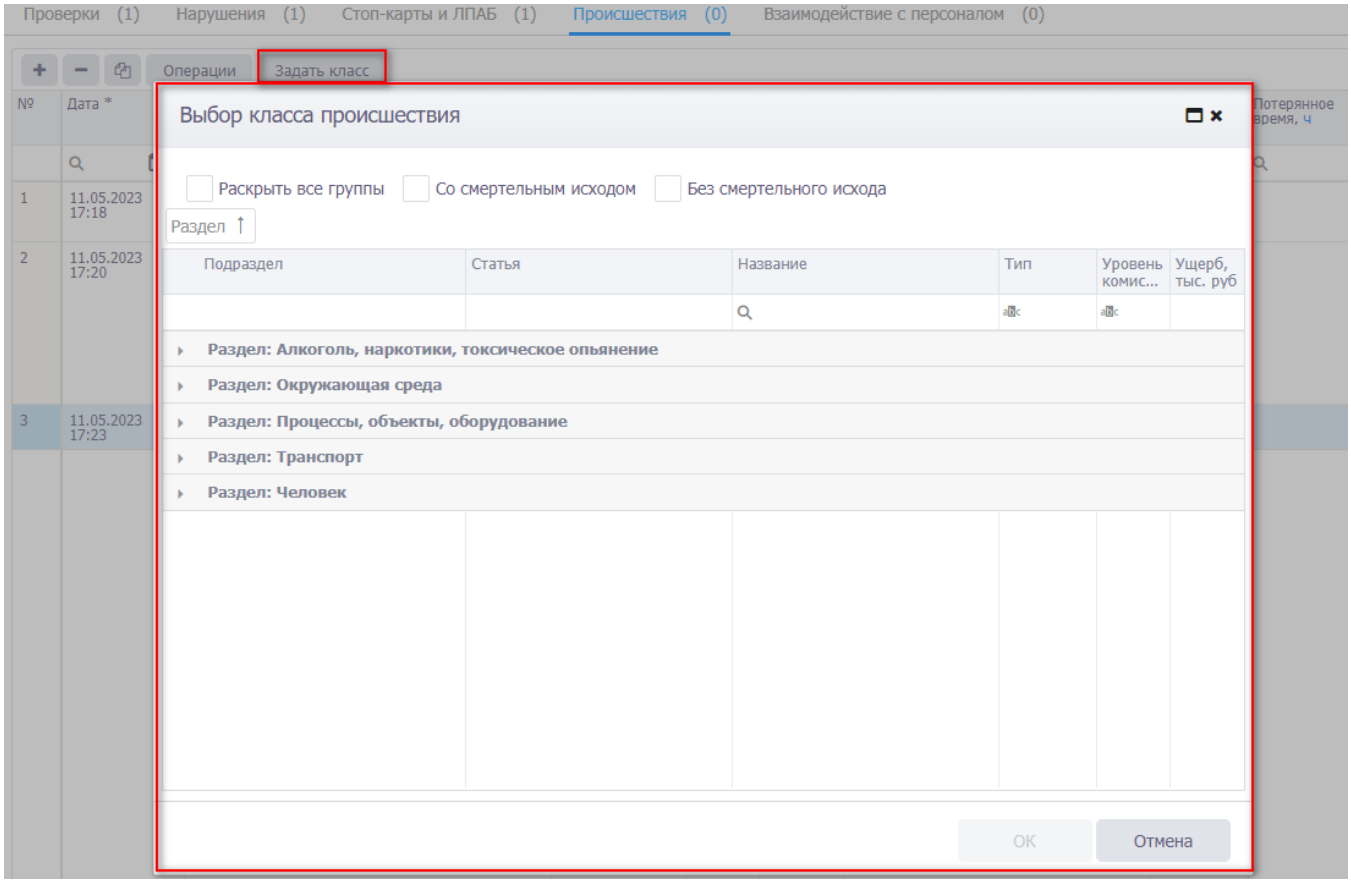
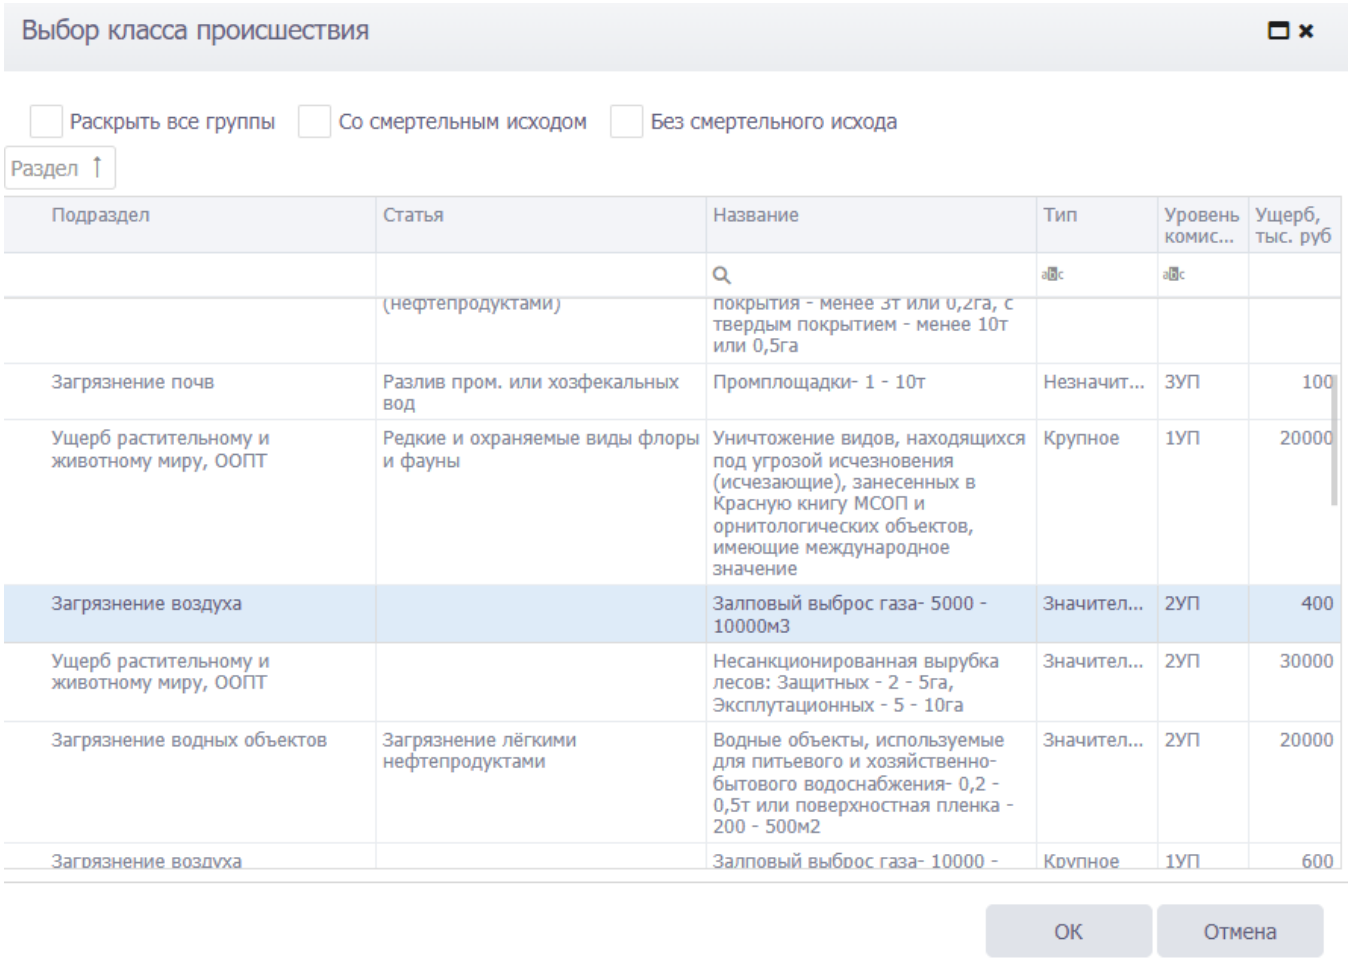
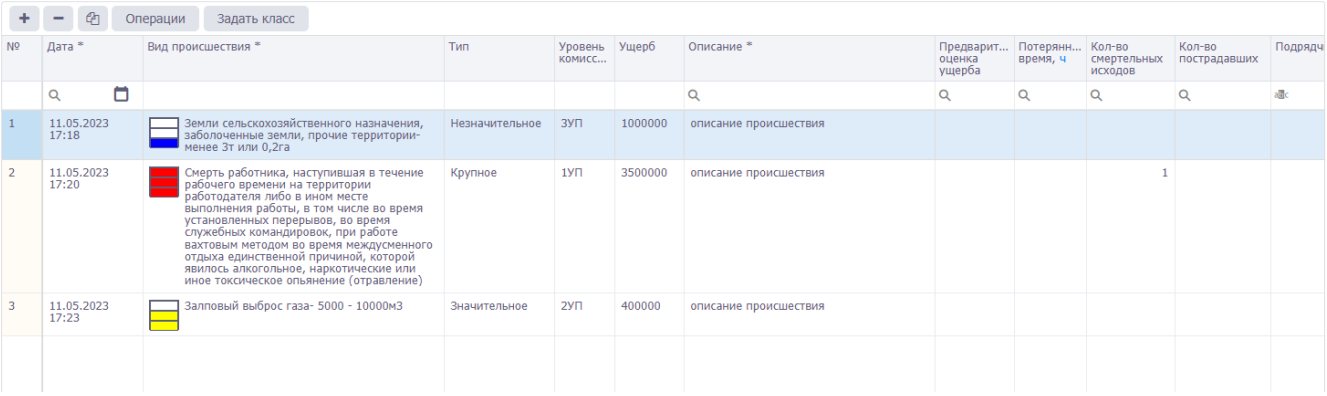

Рис. 3.255
Рис. 3.256
Рис. 3.257
- Вид происшествия / тип / уровень комиссии / ущерб – поля заполняются автоматичеки после выбора класса происшествия, открывающегося после нажатия кнопки Задать класс (рис. 3.255). Таккже открыть окно «Выбрать класс происшествия» можно с помощью двойного нажатия левой кнопкой мыши в поле «Вид происшествия». В окне «Выбор класса происшествия» нужно раскрыть группу происшествий и выбрать класс происшествия(рис. 3.256). По нажатию на кнопку ОК в полях отображается выбранная информация (рис. 3.257).